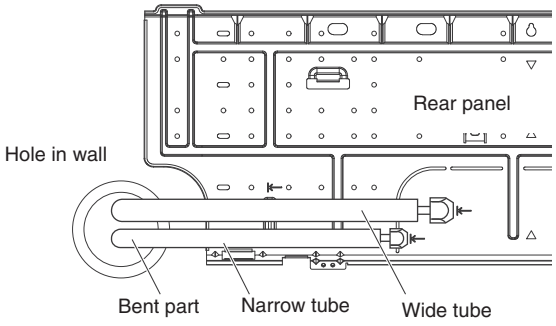

Fig. 3-28
(1) Lead the tubing and drain hose through the wall, allowing sufficient length for connection. Then bend the tubing using a tube bender to make the attachment. (Fig. 3-28)
(2) Switch the drain hose and drain cap.